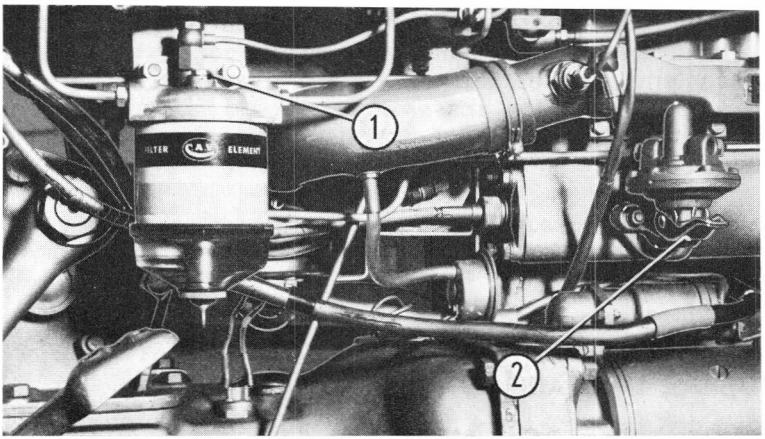

FIG. 55
b) Desserrer le gros bouchon (1) (fig. 55) de purge du filtre situé à la partie arrière du chapeau du filtre et actionner la pompe d'alimentation (2) (fig. 55) manuellement jusqu'à ce que le combustible sorte sans bulle d'air. Resserrer le bouchon (1) tout en continuant à maintenir le carburant en pression.